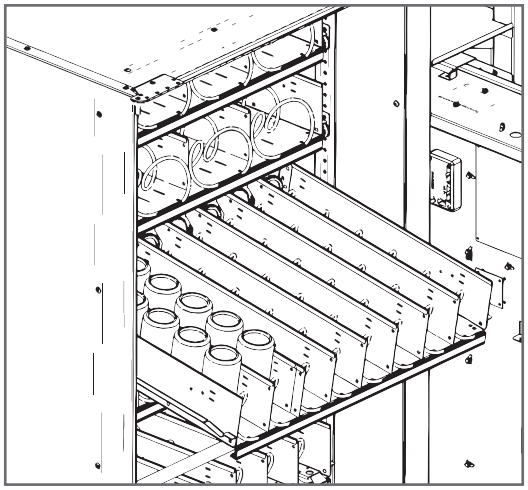

Рисунок 10 - Загрузка полок
- Оттяните на себя фиксатор полки, расположенный слева, после чего выдвиньте полку на себя до упора, крепко держа полку за нижнюю часть. Верхние полки для облегчения их загрузки при выдвижении устанавливаются под углом (см.рис.10).